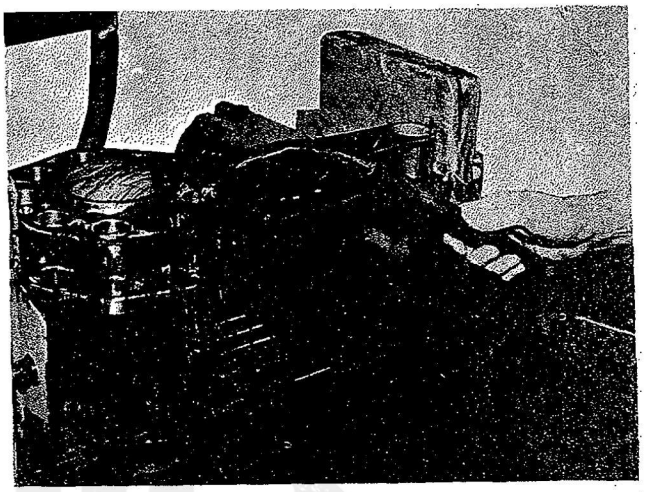

Figure 126—Passing Current Through Master Rod End to End
1. Pass the current directly through the part from end to end, using 2500 to 3000 amperes. Refer to Figure 126.